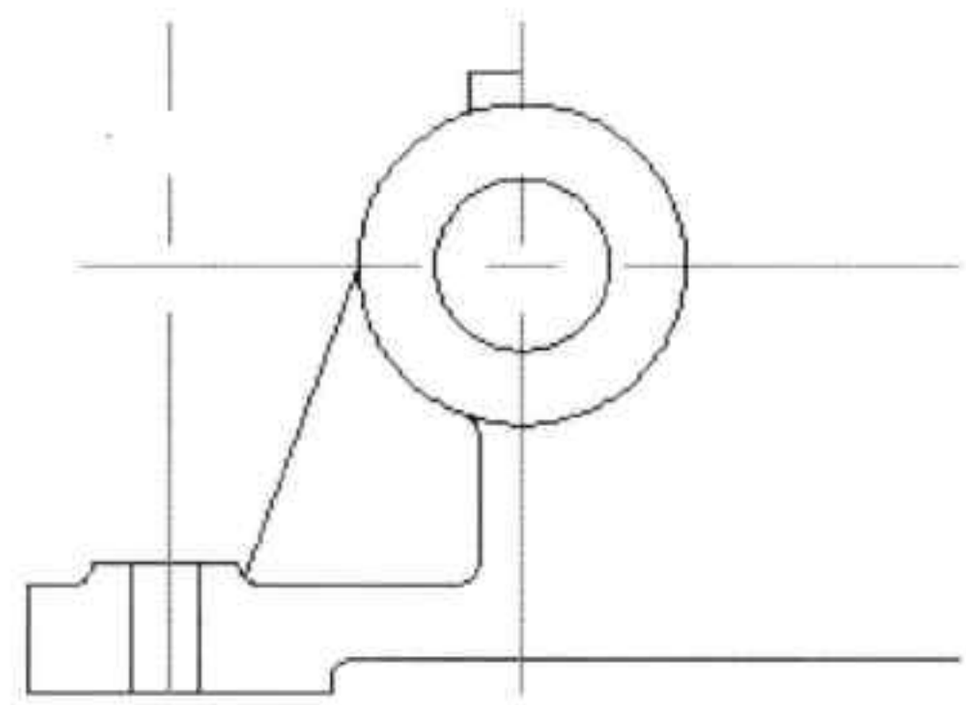

图21-77 添加直线
Step 36 执行“直线”命令，连接大圆左侧的象限点与其中一个圆角的中点，如图 21-77 所示。